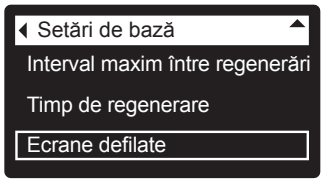

FIG. 55
3. Apăsaţi SELECT (⬭), pentru a afișa meniul setării de bază (fig. 55).
8. După efectuarea selecției, părăsiți acest meniu apăsând butonul ÎN STÂNGA (◂). Afişajul va reveni la meniul setări de bază (fig. 55).